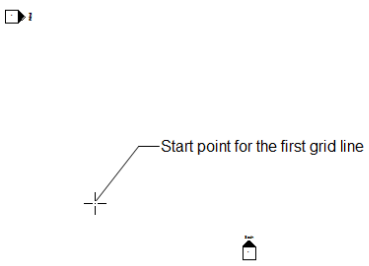

Figure 3-45 *Specifying the start point of the first grid line*
3. In this tab, ensure that the **Line** tool is invoked from the **Draw** panel. Next, move the cursor toward the lower left corner of the drawing area and then click to specify the start point of the first grid line; a grid line with temporary dimensions for angle emerges, refer to Figure 3-45 for location.